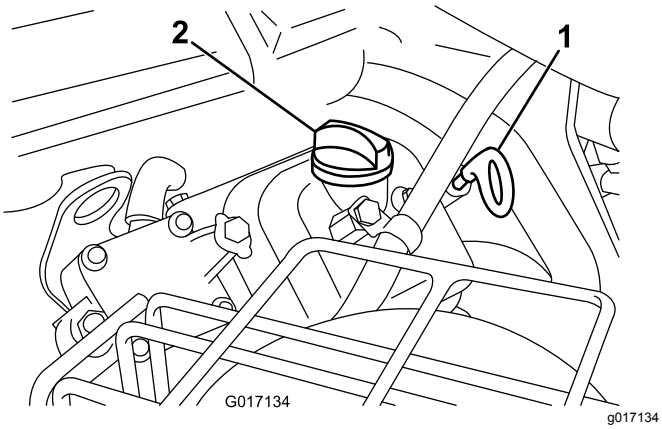

Figuur 42
3. Steek de peilstok in de peilstokbuis en schroef de stok in de buis (Figuur 42).